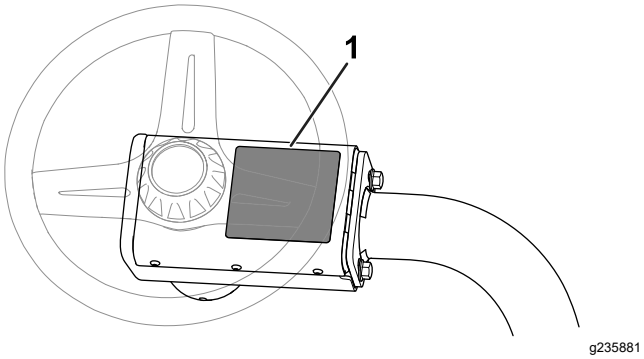

Figur 13
- Fäst CE-varningsdekalen (artikelnr 136-8505) ovanpå den befintliga varningsdekalen (artikelnr 136-8506). Se Figur 13.